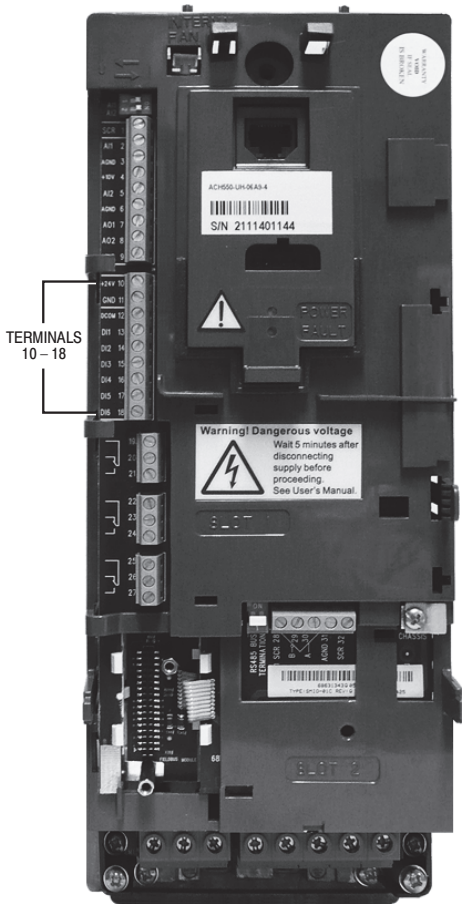

Fig. 42 — Terminal Block Location on ACH550 VFD
3. Disconnect the DI1 input at Terminal 13 (see Fig. 42 for location of DI1).